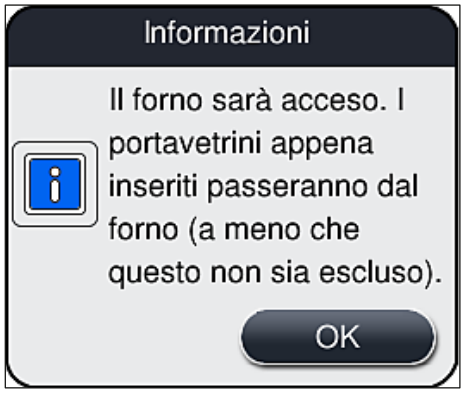

Fig. 35
3. Applicare l'attivazione premendo il pulsante Salva (→ Fig. 33-5), prendere nota del successivo messaggio informativo (→ Fig. 35) e confermarlo con OK.